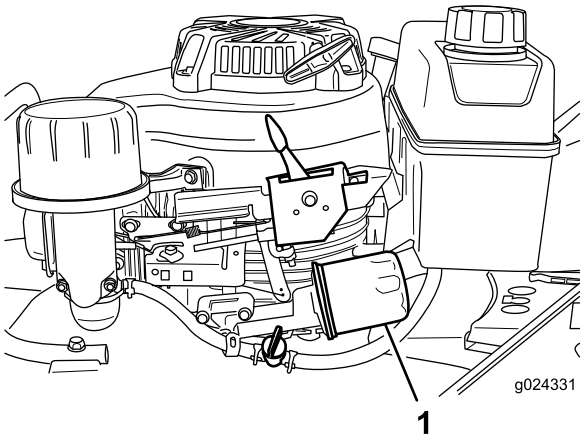

Figuur 21
6. Leg een lap onder het oliefilter (Figuur 21) om olie op te vangen die weglekt als u het oliefilter verwijdert.